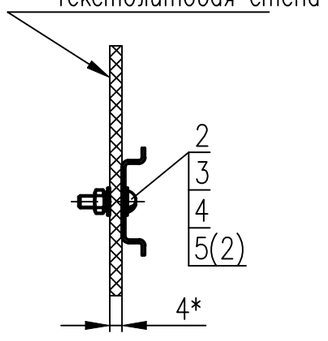

Рис. 6
– по рис. 6 в кирпичной стене выполнить 2 отв. ⌀6мм.